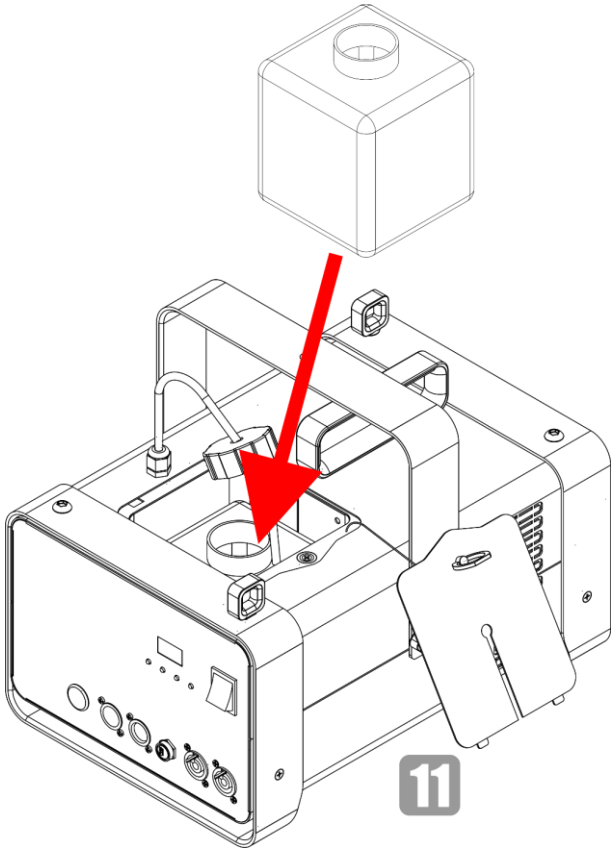

Fig. 17
11) Put the fluid tank back in the device, as shown in Fig. 17.